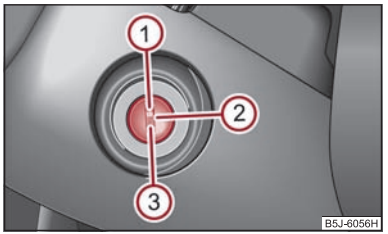

Fig. 94 Posiciones de la cerradura de encendido
– El motor se para girando la llave de contacto a la posición (1) ⇒ página 91, fig. 94. ▶